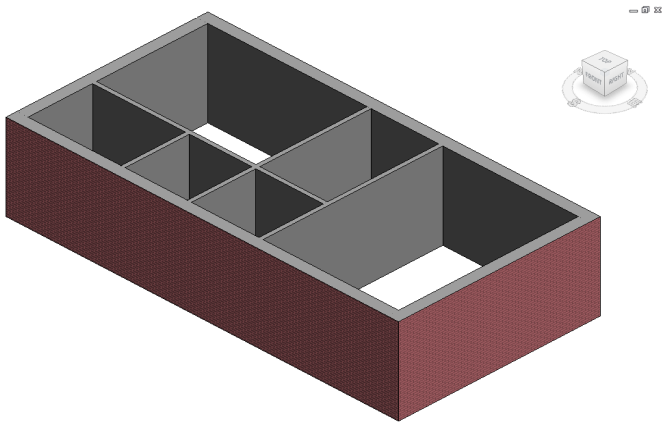

Figure 3-66 *3D view of the Apartment 1 building model*
8. Now, choose the **Visual Style** button from the **View Control Bar**; a flyout is displayed. Choose the **Shaded** option from this flyout; the 3D view is displayed with the shading and edges visible, as shown in Figure 3-66.